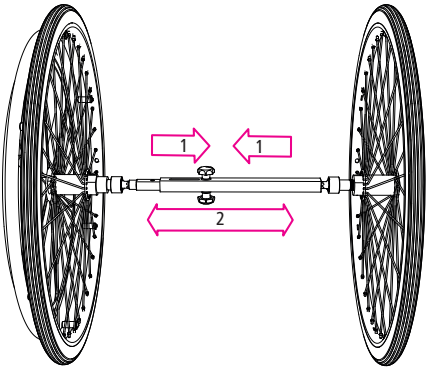

fig. 14
2. Afferrare a tale scopo la barra e tirarla verso il centro (1, fig. 14).
4. Prima di riprendere il comando a una mano è necessario aprire la sedia a rotelle (capitolo 3.1). La barra di collegamento a molla in tal caso va nuovamente montata sugli assi del comando a una mano (2, fig. 14).